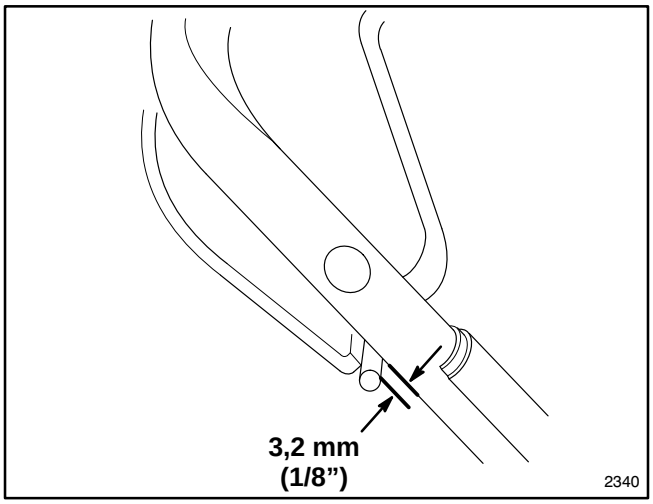

Figure 21
2. CHECK ADJUSTMENT (Fig. 21)−Move the blade control bar toward the handle until the slack in the wire is removed. The gap between the blade control bar and the handle must be 1/8”.